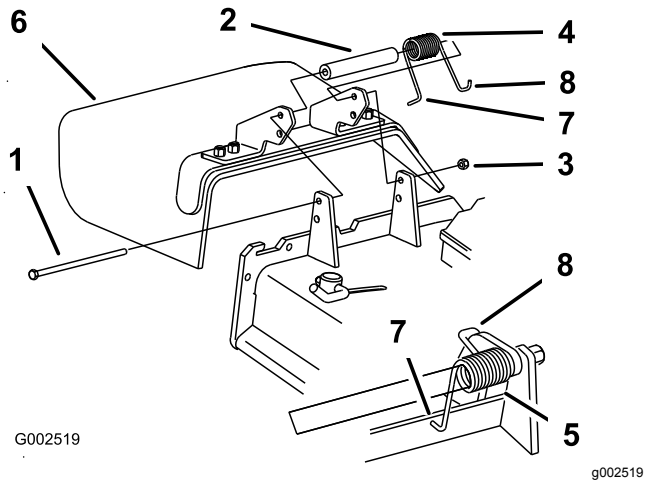

Figur 114
1. Fjern låsemutteren, bolten, fjæren og avstandsstykket som holder avlederen festet til svingboltbrakettene (Figur 114).
Merk: Påse at **L**-enden av fjæren er montert bak enhetskanten før du monterer bolten som vist i Figur 114
5. Plasser **J**-krokenden av fjæren rundt gressavlederen (Figur 114).